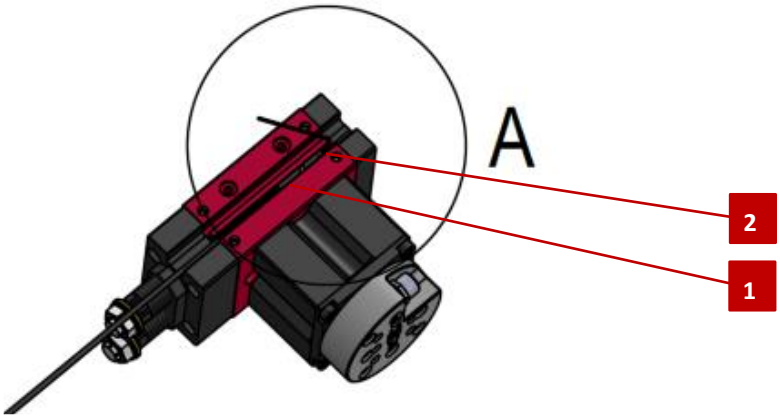

Fig. 20 Capteur de champ magnétique (représentation exemplaire)
1. Desserrer la vis (Fig. 20, 2).
2. Retirez le capteur intégré (Fig. 20, 1).